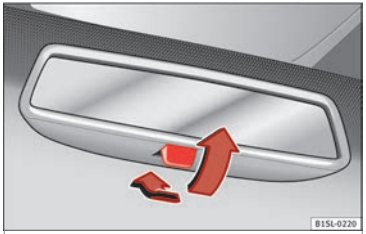

Fig. 116 Manual anti-dazzle function for rear vision mirror
- Pull the lever to the back to select the anti-dazzle function ››› **Fig. 116**.